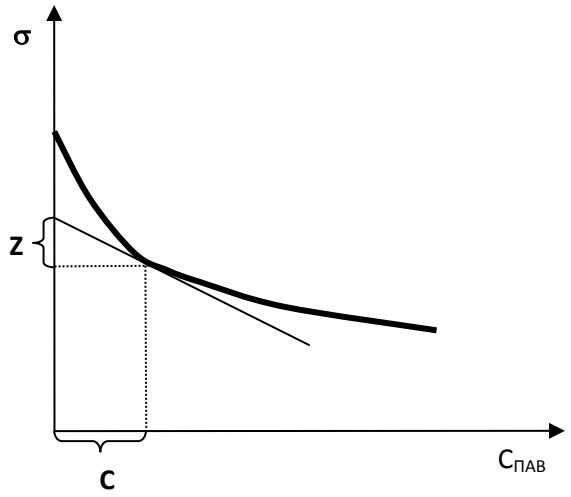

Рис. 9. Определение адсорбции методом касательных
2. Пользуясь данными таблицы 2.1 построить изотерму поверхностного натяжения $\sigma = f(C_{ПАВ})$. (Рис. 9).
К кривой $\sigma = f(C_{ПАВ})$ (рис.9) в 5-7 точках построить касательные до пересечения с осью ординат